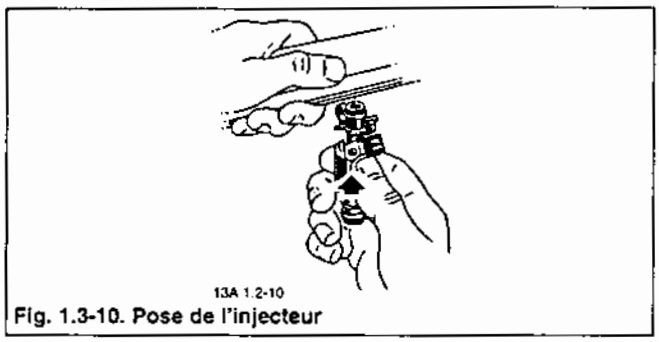

Fig. 1.3-10. Pose de l'injecteur
3. Mettre l'injecteur dans son logement sur la rampe (fig. 1.3-10) de façon que le connecteur soit orienté en haut. Lors de l'insertion de l'injecteur veiller à ce que l'agrafe soit engrenée à la rainure sur la rampe.